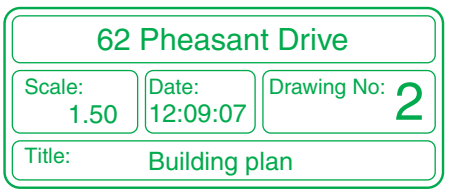

Fig. 11.1 The title block from Drawing number **2** of the sheet set
1. Construct a template **62 Pheasant Drive.dwt** based upon the **acadiso.dwt** template, but including a border and a title block. Save the template in a **Layout1** format. An example of the title block from one of the drawings constructed in this template is shown in Fig. 11.1.